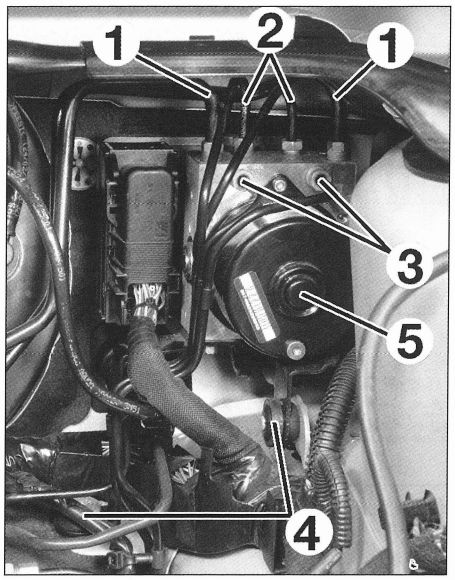

FIG. 26
- las tuberías (1) en el cilindro principal y el bloque hidráulico ABS **(fig. 26)**.